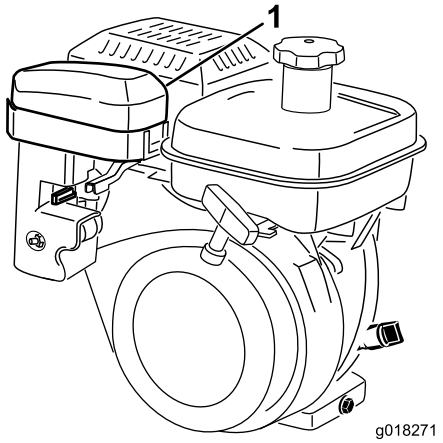
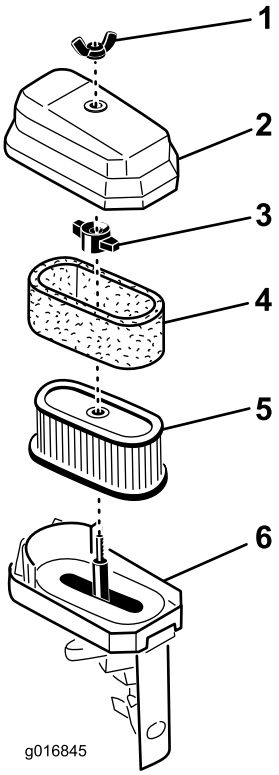

Figura 32
Figura 33
2. Retire la tuerca de orejeta que sujeta la tapa del limpiador de aire al limpiador de aire, y retire la tapa. Limpie la tapa a fondo (Figura 32 y Figura 33).
3. Si el elemento de gomaespuma está sucio, sepárelo del elemento de papel (Figura 33). Límpialo a fondo.